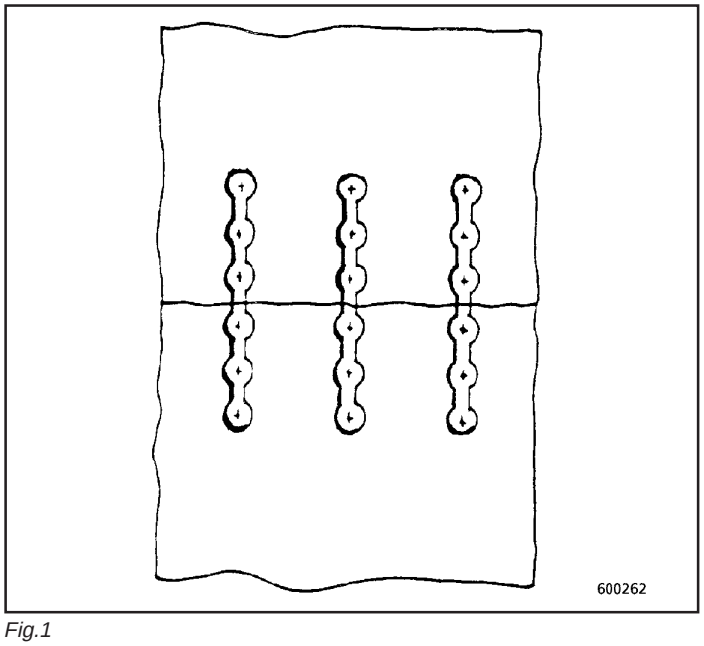

Fig.1
- O componente é preparado usinando-se fileiras de furos em ambos os lados e na transversal da trinca (Fig. 1).